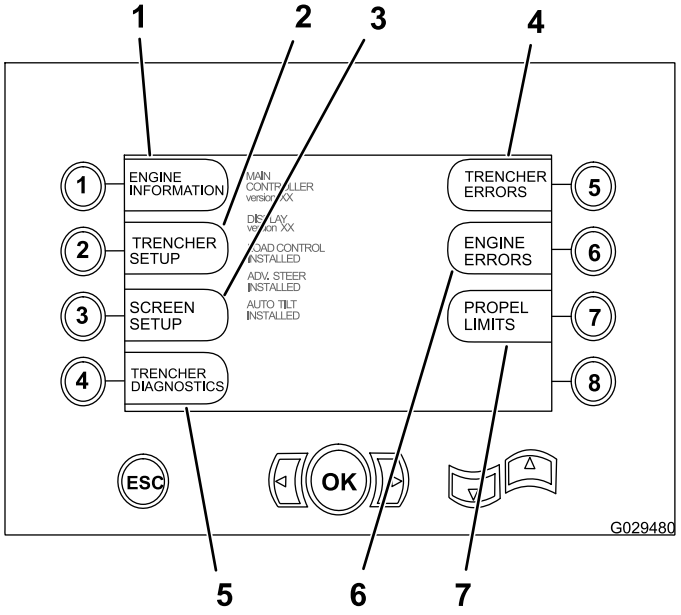

Figure 36
To access the main-selection screen, press and release the up arrow and the down arrow buttons (Figure 36) at the same time. This screen allows the user to choose from the function screens shown in Figure 36.
1. From the main-selection screen, press button number 7 access the settings for the propel limit function; refer to Figure 36 in Accessing the Main-Selection Screen (page 30).